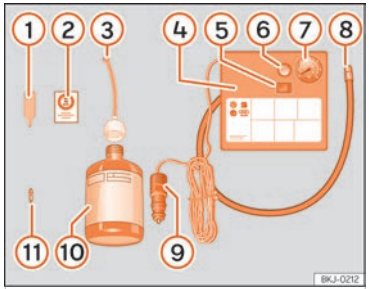

Fig. 229 Standard display: contents of the tyre mobility system.
The tyre mobility system is located underneath the floor covering in the luggage compartment. Includes the following components ››› Fig. 229:
- Unscrew the tyre valve cap and insert. Use the device ››› Fig. 229 ① to remove the valve cap. Place it on a clean surface.
- Shake the tyre sealant bottle vigorously ››› Fig. 229 ⑩.
- Screw the tyre inflation hose ››› Fig. 229 ③ into the tyre sealant bottle. The bottle's seal will break automatically.
- Remove the filler cap ››› Fig. 229 ③ and screw the open end of the tube into the tyre valve.
- Replace the valve insert with the device ››› Fig. 229 ① onto the tyre valve.
- Screw the tyre inflation tube of the compressor ››› Fig. 229 ⑧ onto the tyre valve.
- Check that the air evacuation screw is closed ››› Fig. 229 ⑥.
- Attach the connector ››› Fig. 229 ⑨ to the vehicle's 12 volt power outlet ››› page 213.
- Switch on the air compressor with the ON/OFF switch ››› Fig. 229 ⑤.
- Attach the sticker ››› Fig. 229 ② to the instrument cluster display, within the driver's field of vision.
Screw in the inflator tube ››› Fig. 229 ⑧ again and check the pressure on the gauge ⑦.